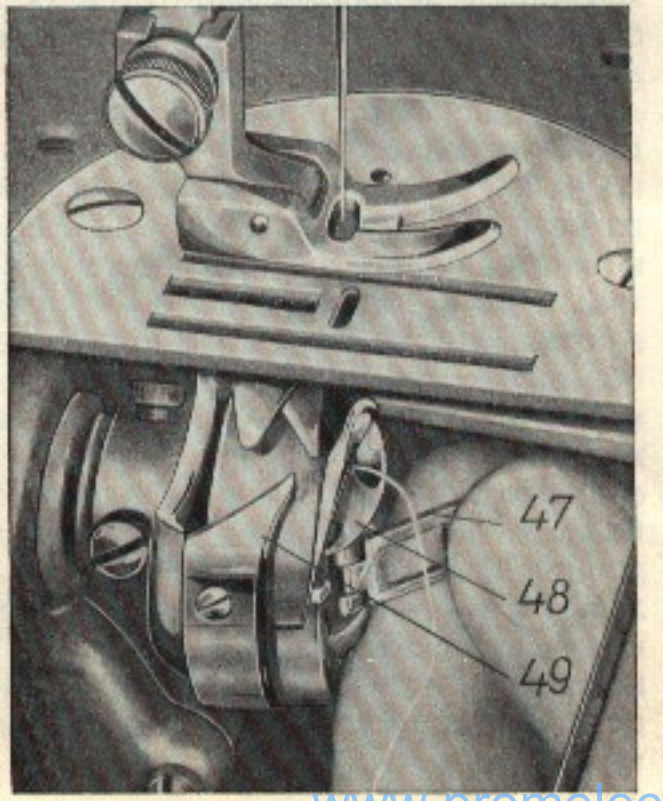

Рис. 10
Для смазки деталей привода машины в головке и в рукаве необходимо открыть фронтовую плитку и снять крышку рукава (раздел 23). В челнок 49 (рис. 10) для безупречной работы также необходимо подать несколько капел масла.
6. Вынимание шпульного колпачка (рис. 10)
(рис. 10). Для начинающей швеи установка шпульного колпачка таким образом часто вызывает затруднения, поэтому рекомендуется вначале закладывать шпульный колпачёк при откинутой головке.